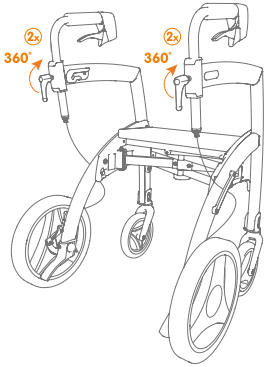

Figuur 16A: Verstelgrepen vastdraaien.
d. Draai de verstelgrepen met de klok mee weer vast **(Figuur 16A en 16B).** Controleer of de handgre-pen volledig vast zitten in de juiste positie.